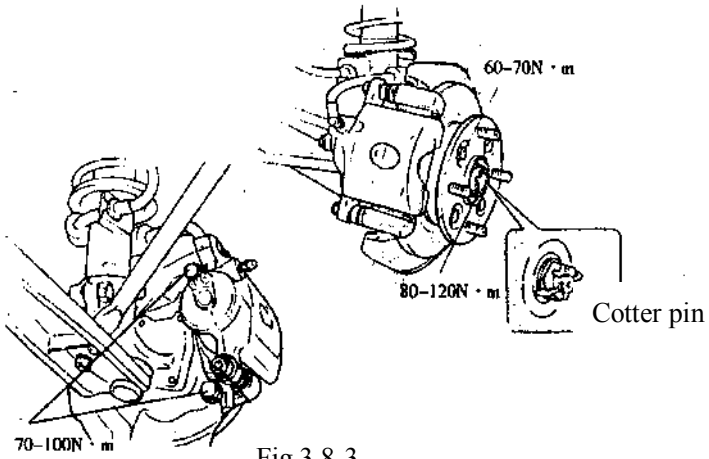

Fig.3.8-3
6. Press the brake pedal and keep pressing, screw the brake pedal bolt to the specified torque. (Please refer to Fig.3.8-3.)